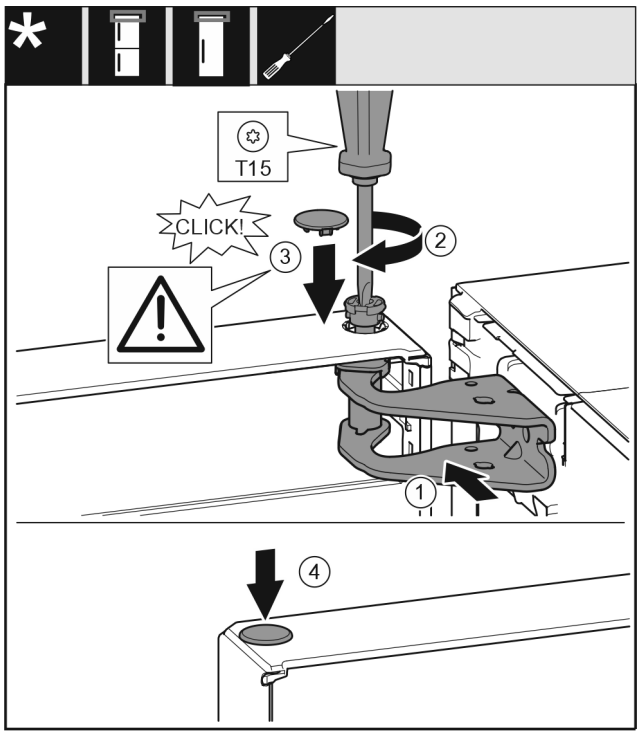

Fig. 35
▶ Nolīmeņojiet durvju augšdaļu pret atveri gultņa balstā *Fig. 35 (1)*.
▶ Ievietojiet tapu *Fig. 35 (2)* un pieskrūvējiet ar skrūvgriezi.
▶ Ievietojiet pārsegu *Fig. 35 (3)*.
▶ Pārbaudiet, lai pārsegs *Fig. 35 (3)* piekļautos pie durvīm.
▶ Ievietojiet pārsegu *Fig. 35 (4)*.